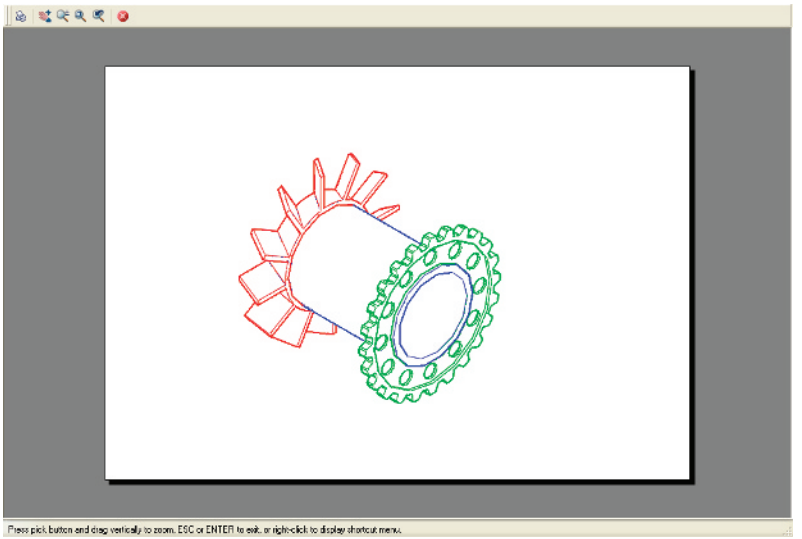

Fig. 16.32 An example of a **Hidden Style** plot **Preview**
Second example – multiple view copy (Fig. 16.32)
6. If the preview is satisfactory (Fig. 16.32), *right-click* and from the *right-click* menu *click* **Plot**. The drawing plots to produce the required four-viewport hardcopy.
When working in AutoCAD 2008, several different forms of hardcopy can be printed or plotted determined by the settings in the **3D Navigate/Visual Styles** settings. As an example a single view plot preview of the same 3D model is shown in the **Hidden** shading form (Fig. 16.32).